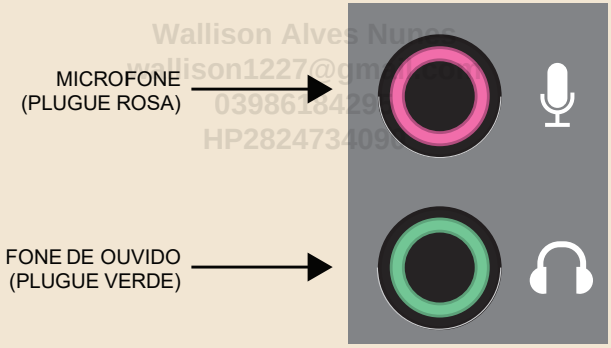

Figura 28.2: Conectores de áudio do gabinete.
- *Headset*: se ele usar conexão USB, conecte-o a uma das portas USB do painel frontal ou superior do gabinete. Caso ele use conexões de áudio analógico, conecte o plugue verde ao conector rotulado com um símbolo de fone de ouvido do painel frontal do gabinete e o plugue rosa ao conector rotulado com um símbolo de microfone. Em alguns gabinetes, os conectores de áudio do gabinete também são coloridos (ver Figura 28.2).